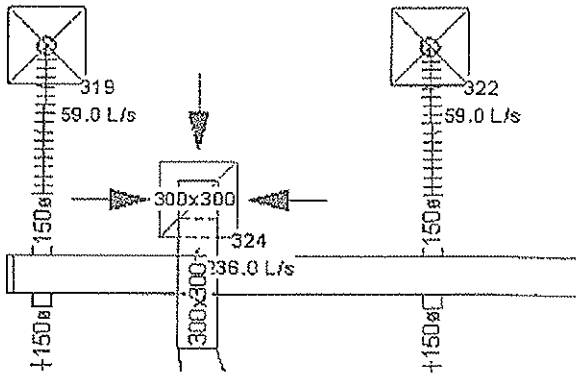

Figure 14–21
7. All the air terminals, pipes and ducts are now tagged in this view, as shown in part in Figure 14–21